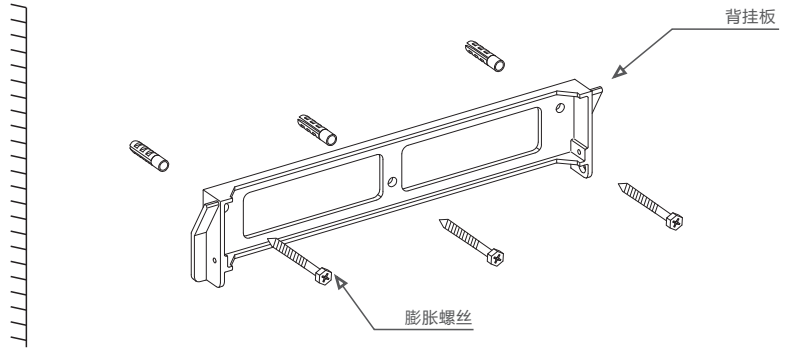
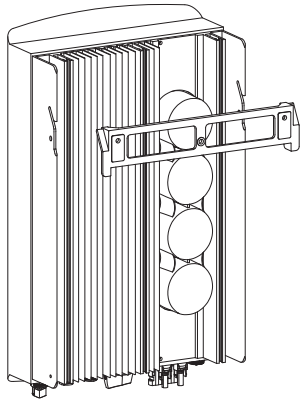

图4.4 逆变器安装
图4.5
参考图 4.4 以及图 4.5 来安装逆变器。逆变器必须垂直安装。安装步骤如下:
2.确保支架是水平的，安装孔（如图4.4）是正确标记的。通过标记处钻入墙。
4. 将逆变器抬起，使得逆变器背部安装支架中的开孔，对准背挂板上部的凸起，然后缓慢将逆变器固定到安装板上，直到逆变器牢固安装后，操作人员才可松开设备（如图4.5）。